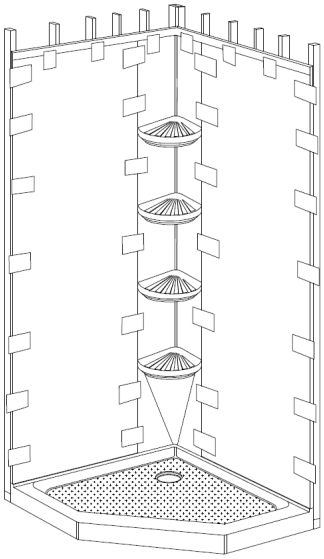

**FIGURE 6**
5. Maintenez les panneaux et l'étagère en coin en place à l'aide de ruban masque pendant que l'adhésif sèche (Fig. 6).
5. *Maintain panels and corner caddy in place with masking tape while adhesive dries (Fig. 6).*